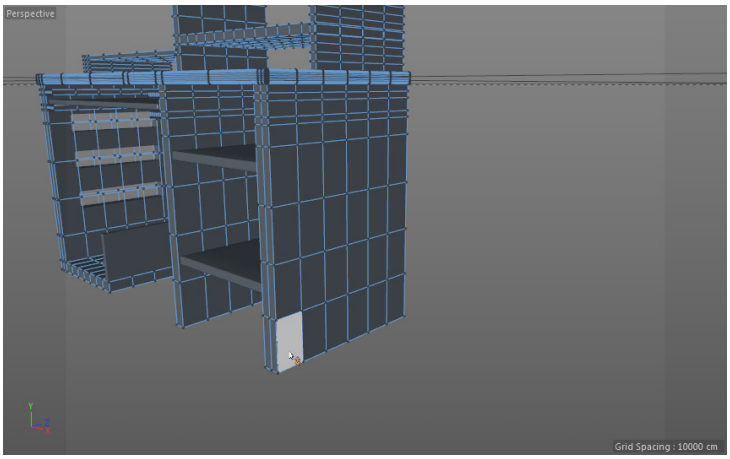

Figure 3-52 *The highlighted polygon*
2. Hover the cursor on the polygon of the *Computer table*, as shown in Figure 3-52; the highlighted polygon is displayed in the Perspective viewport.